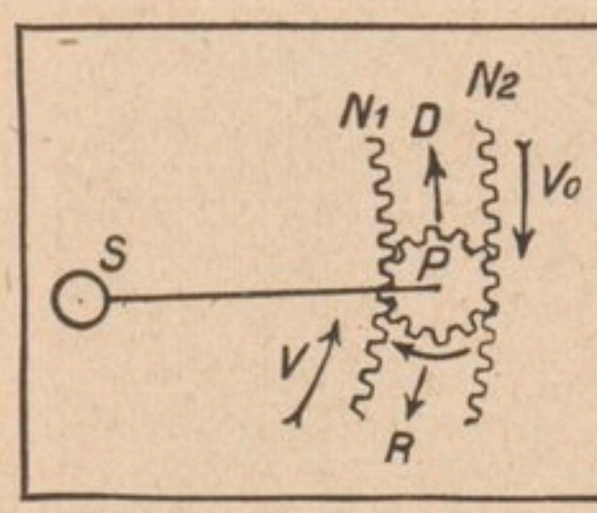

FIG. 18. — MÉCANISME DIFFÉRENTIEL PRODUISANT LES ROTATIONS ET RÉVOLUTIONS RÉTROGRADES
Les mouvements de révolution rétrogrades et les comètes. — Il semblerait que nous devions être aussi embarrassés que la cosmogonie de Laplace pour expliquer les mouvements de révolution rétrogrades et les comètes dont les orbites, très aplaties, sont presque paraboliques ; il n'en est rien. Considérons le mécanisme qu'on appelle *un différentiel* et qui se compose essentiellement d'un pignon denté *P* tournant autour du centre *S* et engrenant avec deux secteurs dentés N_1 N_2 (fig. 18). Dans la réalité cosmique, *S* est le Soleil, N_1, une nappe planétaire ayant sa vitesse *V*, de sens direct, N_2, la nébuleuse amorphe ayant sa vitesse V_0 de sens rétrograde par rapport à *S*. C'est le conflit de V_0 et *V* qui crée le tourbillon local planétaire *P*, assurant à la future planète une rotation sur son axe. Examinons ce qui va se passer dans la région rétrograde du système solaire, c'est-à-dire au delà d'Uranus. On a d'abord : *V* plus grand que V_0 ; la planète *P* engrenant avec *V* et V_0 aura *sa rotation rétrograde* et sera entraînée dans le sens de la flèche *D (révolution de sens direct) :* c'est le cas d'Uranus et de Neptune. Mais éloignons-nous du Soleil : la vitesse d'orbite *V* diminue d'après la troisième loi de Képler, V_0 restant constant. On aura donc, à un moment donné : *V* plus petit que V_0. Alors la planète *P* continuera à avoir sa *rotation rétrograde*, mais sera entraînée dans le sens *R* (révolution rétrograde). On ne connaît aucune planète à révolution rétrograde, mais les satellites IX de Saturne, VIII et IX de Jupiter sont dans ce cas, et, pour ces deux derniers, j'avais prévu, avant leur découverte, que leur révolution serait rétrograde comme le seront celles de tous les satellites extérieurs, et des planètes que l'on pourra découvrir au delà de la distance 100 *unités astronomiques* (1).
(1) L'unité astronomique est la distance de la terre au soleil.